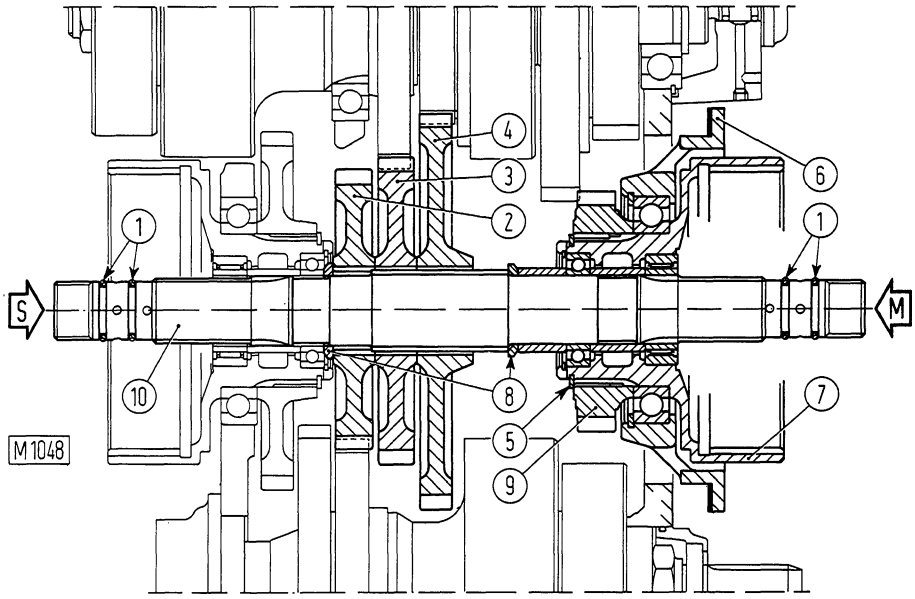

Fig. 7-4 - Disassembling / assembling first speed housing assembly (6) outer drum (7) and clutch shaft (10).
Withdraw housing (6, fig. 7-4), first speed outer drum (7), forward and first speed shaft assembly (10) together as shown in figure 7-4.
Separate housing (6, fig. 7-4) and gear (9) from outer drum (7), removing spool cover.
NOTE - 1st speed clutch pack (L, fig. 7-19) may be removed whole, together with housing (6, fig. 7-4) and shaft (10).